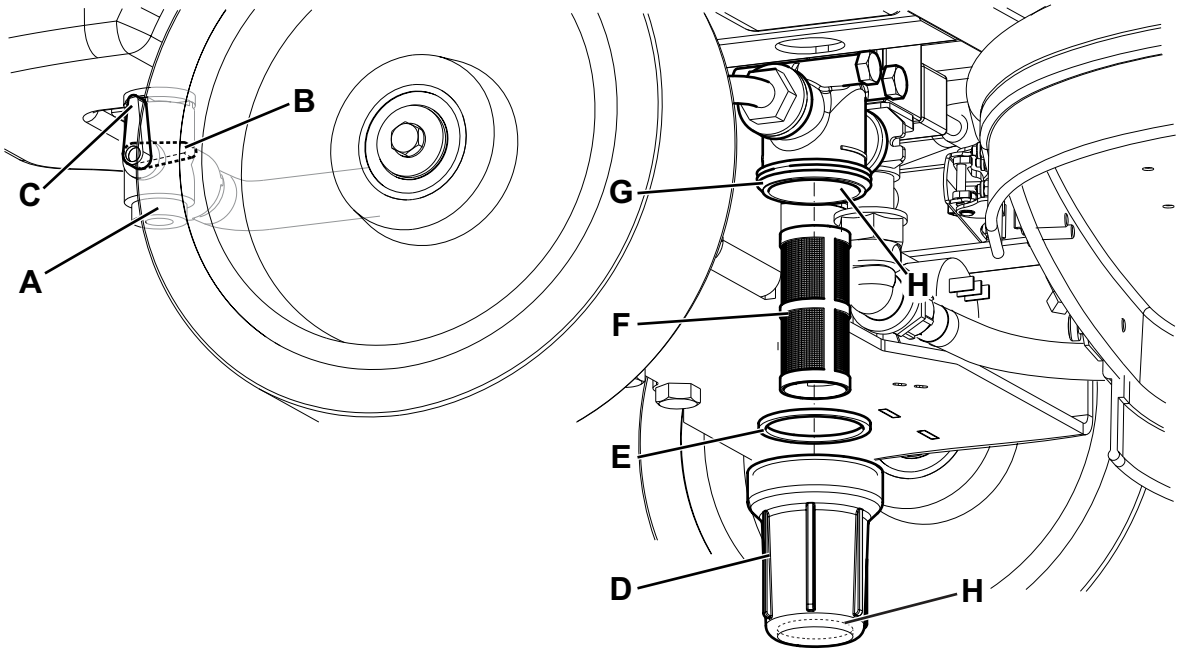

Abbildung 9
2. Zündschlüssel (58) in Stellung 0 drehen.
3. Das Reinigungslösungsventil (A, Abb. 9) schließen. Das Ventil befindet sich unter dem Gerät hinter dem linken Hinterrad. Das Ventil (A) ist geschlossen, wenn es sich in Stellung (B) befindet. In Stellung (C) ist es hingegen geöffnet.
4. Unter dem Gerät, vor dem rechten Hinterrad transparenten Becher (D) entfernen, Dichtung (E) abnehmen und Siebfilter (F) herausziehen. Alle Bauteile mit Wasser reinigen und wieder in der Halterung (G) anbringen.